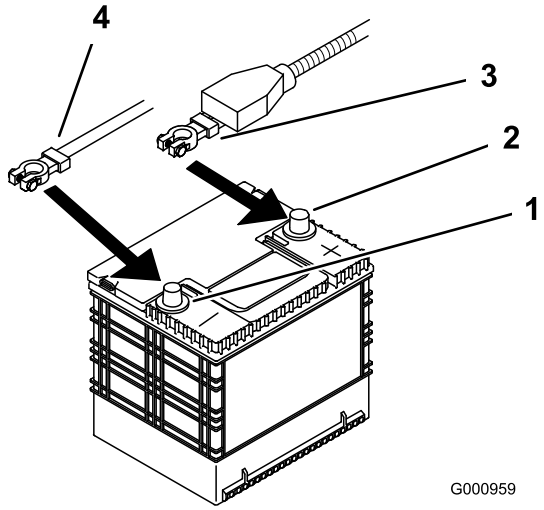

Figur 38
4. Afbryd først det negative batterikabel fra den negative (-) batteripol (Figur 38).
5. Skub den røde klemme af den positive (røde) batteripol. Afmonter derefter det positive (røde) batterikabel (Figur 38).
4. Fastgør kablerne med 2 bolte (1/4 x 3/4 tomme), 2 skiver (1/4 tomme) og 2 låsemøtrikker (1/4 tomme) (Figur 38).